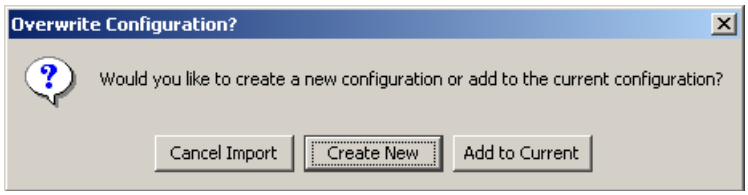

Figure 66 Overwrite Configuration dialog box
- If a configuration is open, the EMC Smarts NOTIF Editor will ask you if it should Cancel Import, Create New, or Add to Current (see Figure 66 on page 93).